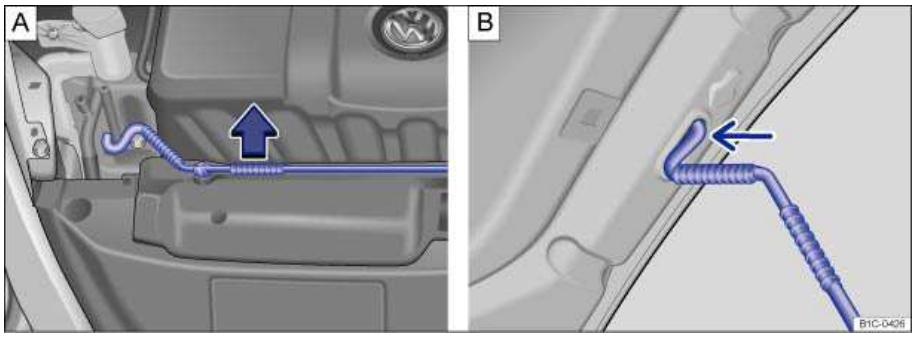

Fig. 144 A: In the engine compartment: Bracket for hood support. B: Hood propped open.
- Pull the hood support out of its bracket in the direction of the arrow ⇒ fig. 144 **A** and insert it into the opening in the hood ⇒ fig. 144 **B** (arrow).
- Take out the hood support and clamp it in place in its bracket ⇒ fig. 144 **A**.